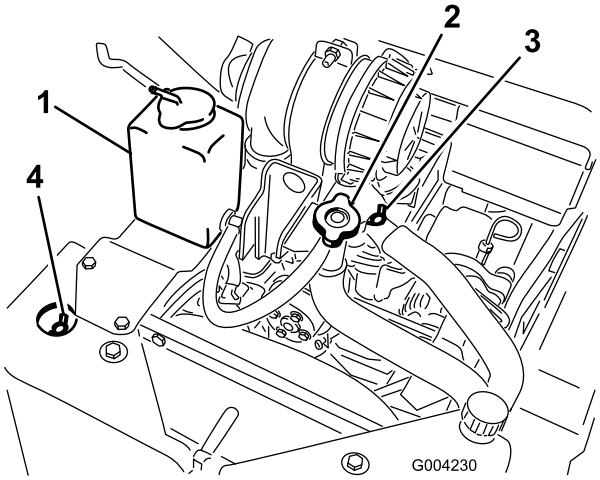

Figur 21
A. Ta bort kylvätskepåfyllningslocket (Figur 21).
B. Öppna den främre och den övre avluftarventilen (Figur 21).
C. Fyll på kylvätska genom påfyllningsröret tills vätskan börjar rinna ut genom den främre avluftarventilen (Figur 21).
D. Stäng den främre avluftarventilen (Figur 21).
E. Fyll på kylvätska genom påfyllningsröret tills vätskan börjar rinna ut genom den övre avluftarventilen (Figur 21).
F. Stäng den övre avluftarventilen (Figur 21).
G. Fyll på kylvätska genom påfyllningsröret tills kylvätskenivån når upp i påfyllningsröret (Figur 21).
H. Sätt tillbaks påfyllningslocket (Figur 21).
I. Fyll på kylvätska i expansionstanken tills vätskan når upp till markeringen Full på tankens sida (Figur 21).